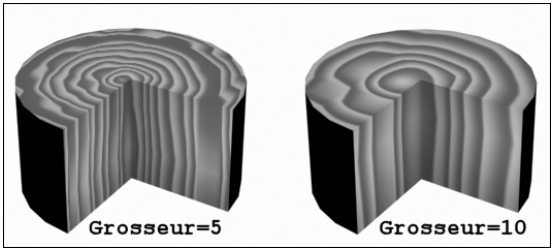

Fig.9.56
- **Grosseur du grain** : définit l'épaisseur relative des bandes de couleur qui composent le grain. Valeur par défaut = 7. Son effet dépend de l'objet. En effet, un grain qui semblera démesurément gros sur une petite table sera tout à fait acceptable sur une grosse poutre (fig.9.56).